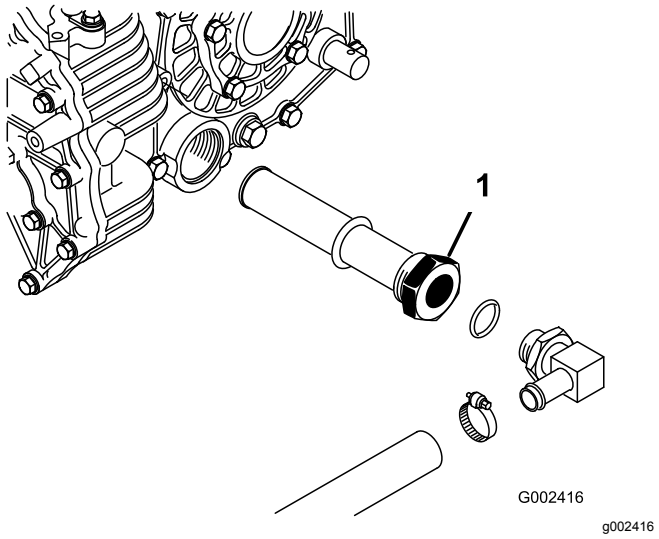

Rysunek 67
3. Zanotuj orientację węża hydraulicznego i złączki kątowej 90° podłączonej do filtra siatkowego z boku zbiornika (Rysunek 67).